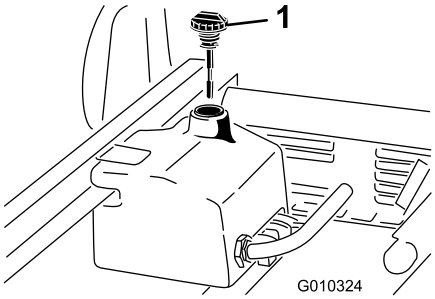

Figur 19
1. Rengør området omkring påfyldningshalsen og hydrauliktankens dæksel (Figur 19). Fjern dækslet fra påfyldningsstudsen.
2. Fjern målepinden (Figur 19) fra påfyldningsstudsen, og tør den af med en ren klud. Indfør målepinden i påfyldningsstudsen, tag den op igen, og kontroller væskestanden. Væskestanden skal være mellem de to mærker på målepinden.